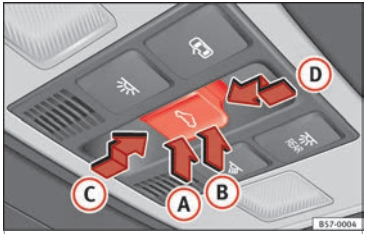

Fig. 132 On the interior roof lining: sunroof button.
The button ⌓ »» **Fig. 132** has two levels. The first level switches the sunroof to the tilted position, opening or closing it fully or partially.
- *Sunroof:* within approx. 5 seconds of having activated the anti-trap function, press the button ⌔ ››› Fig. 132 to the second level in the direction of arrow ››› Fig. 132 Ⓓ until the sunroof closes completely.